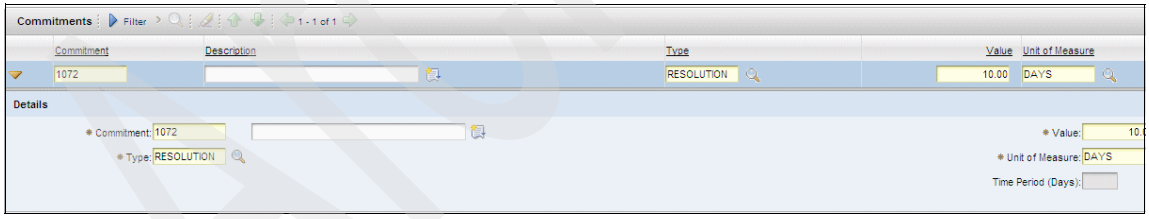

Figure 3-43 New commitment
4. Also add a new commitment under the Commitments table window. Add a commitment identifier (1072), with type (RESOLUTION), value (10), unit of measure (Days) and save the SLA, as shown in Figure 3-43.